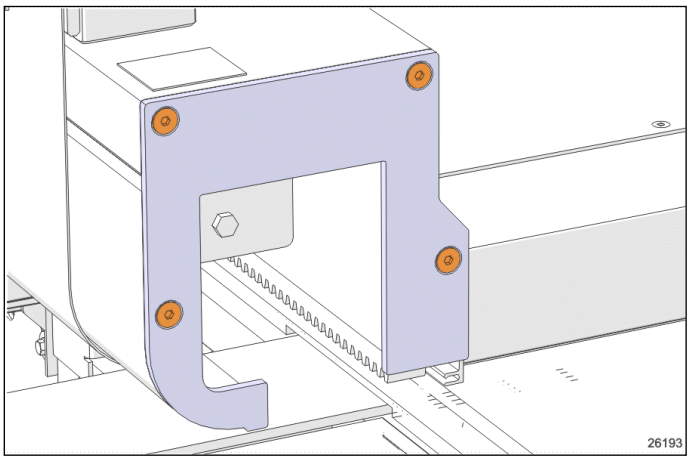

FIGURE 2: PLAQUES DE BOUT
2. Enlever les plaques de bout de l'extrusion. (Figure 2)